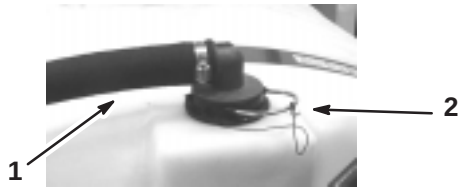

Figure 54
2. Remove the retainer from the red fitting attached to the large hose on the top of the tank (Fig. 54).
3. Disconnect the hose from the tank (Fig. 54).